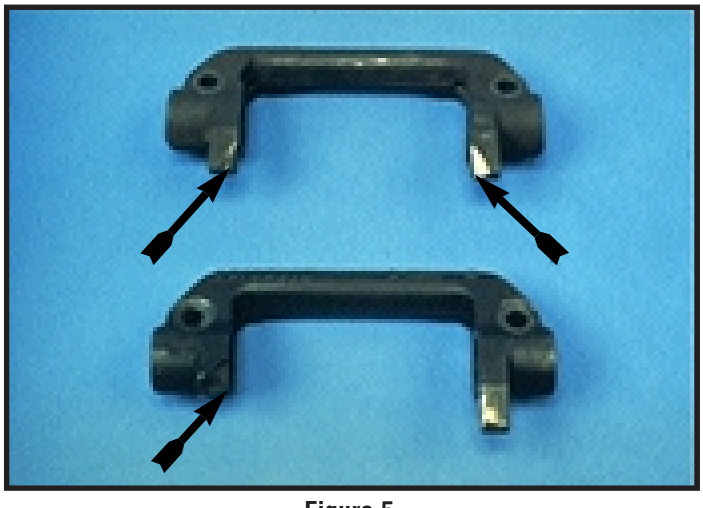
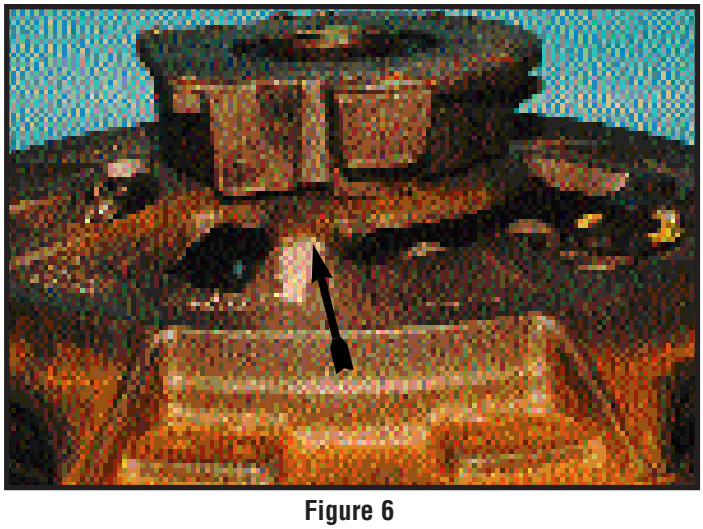

Figure 5
Figure 6
- Wear to the backside of the yoke fingers (see arrows in figure 5, top yoke)
- Broken yoke finger(s) (see arrow in figure 5 bottom yoke)
Referring to the arrow in Figure 6, this brand new clutch (Easy-Pedal 1402 S.D.) was damaged during transmission installation. More specifically, the release yoke “fingers” were elevated to the “straight out position” and were allowed to jam into the clutch cover. Subsequent damage might be a broken finger(s)(figure 5) or bent release yoke / cross shafts. As a result, it is important that these parts be inspected for damage (and replaced if damaged) before installing a new clutch.